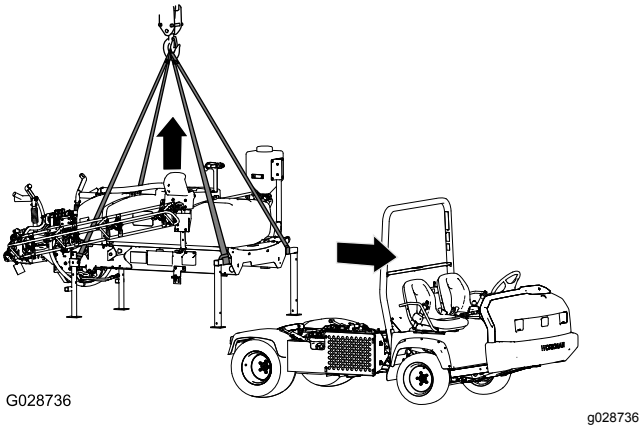

Figur 107
1. Sænk bommene til ca. 45°, og drej dem fremad (Figur 107).
5. Fastgør løfteudstyret til de forreste donkraftes vandrette rør og den lodrette stang på de bageste donkrafte (Figur 107).
7. Hæv tankplatformen fra maskinen højt nok til at fjerne platformen fra maskinen (Figur 107).